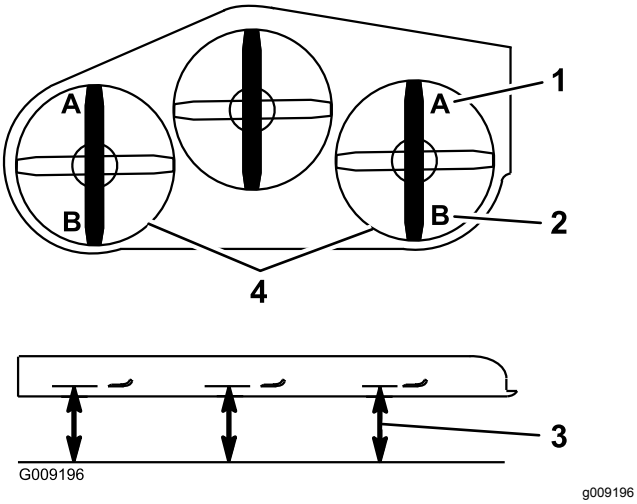

Figura 94
9. En ambos lados de la carcasa, mida desde la superficie nivelada hasta la punta delantera de la cuchilla (Posición A), según se muestra en Figura 94.
15. En ambos lados de la carcasa, mida desde la superficie nivelada hasta la punta trasera de la cuchilla (Posición B), según se muestra en Figura 94.